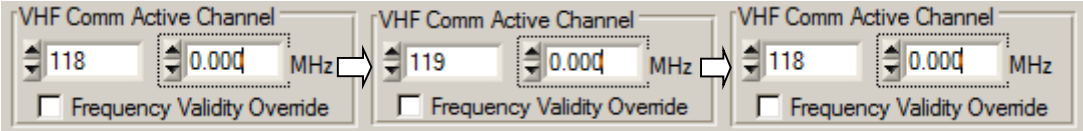

Figure 51 Resetting the channel frequency to 118MHz
1) Adjust **P_TX_COM_MOD_NORMAL_118MHZ** (typical 3300) by typing "**P_TX_COM_MOD_NORMAL_118MHZ**" in the Address box and the value in the Input/output Value box and clicking "WRITE". Repeat while varying the value until 18W+/- .5W output power is captured on external power meter when MIC Key is active. Must reset channel frequency after every adjustment for adjustment to take effect. (Figure 51)